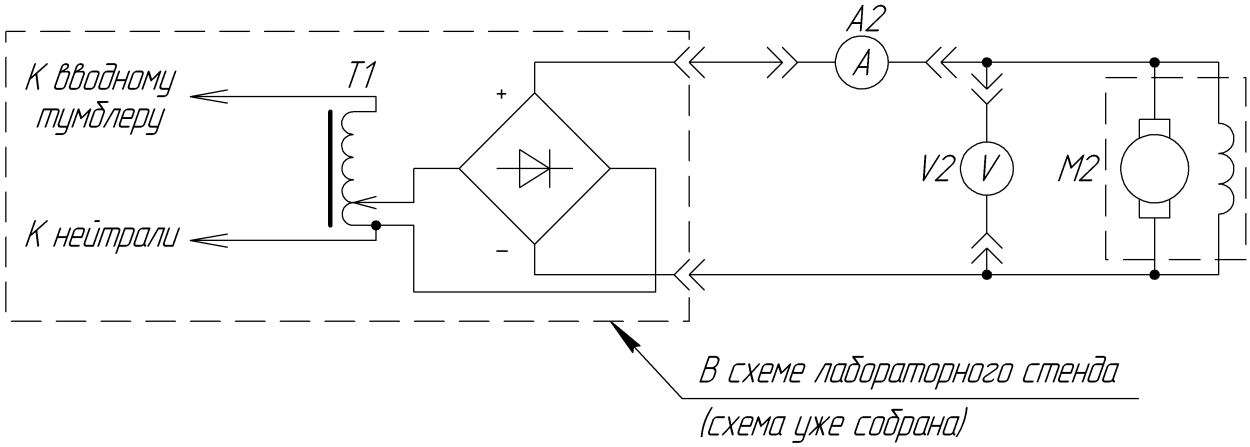

Рис. 4. Схема для проверки рабочих параметров двигателя постоянного тока
1. Соберите электрическую схему, показанную на рис. 4.
Для проверки рабочих параметров двигателя соберите схему как на рис. 4.